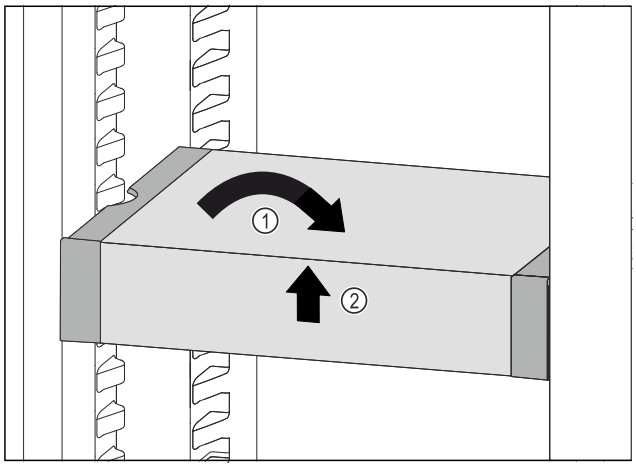

Fig. 108
▶ Set VarioSafe straight. *Fig. 108 (1)*
▶ Lift VarioSafe at the front. *Fig. 108 (2)*